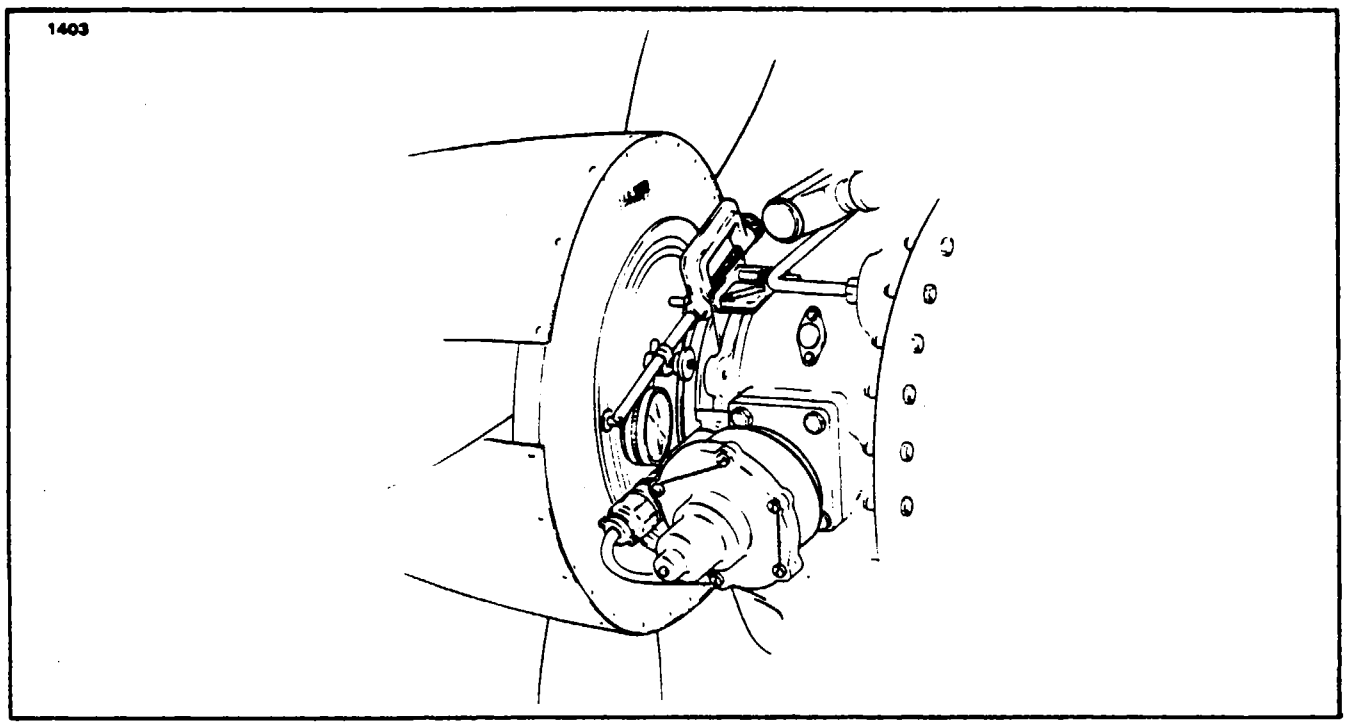

Figure 14-8. Suggested Use of Dial Indicator
2. If uneven wear is found or if wobble is noticed, set up dial indicator as shown in Figure 14-8 to check alignment of slip rings to propeller shaft.